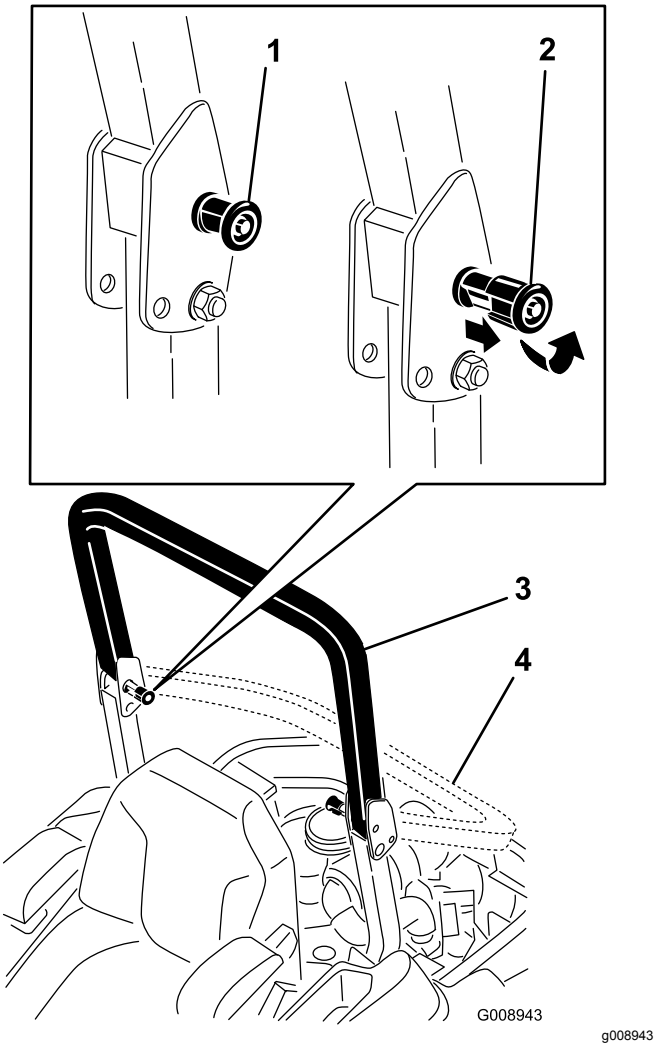

Figuur 8
2. Trek de beide knoppen uit en draai deze 90° zodat deze niet meer ingeschakeld zijn (Figuur 8).
3. Klap de rolbeugel omlaag (Figuur 8).
4. Om de rolbeugel omhoog te brengen, klapt u de beugel uit naar de bedrijfsstand en draait u aan de knoppen zodat ze gedeeltelijk in de groeven gaan (Figuur 8).
5. Breng de rolbeugel volledig omhoog terwijl u tegen het bovenste gedeelte van de rolbeugel duwt. De pennen klikken op hun plaats zodra de openingen met de pennen zijn uitgelijnd (Figuur 8).